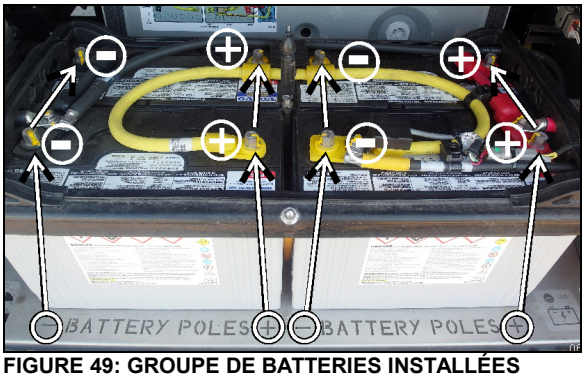

FIGURE 49: GROUPE DE BATTERIES INSTALLÉES
1. Pour éviter une installation inappropriée concernant l'agencement de la polarité des batteries, un signe (+) et un signe (-) ont été gravés dans le métal de la plateforme. Lors de l'installation, faire coïncider le pôle positif et le pôle négatif avec les signes correspondants de la plateforme. (Figure 49)